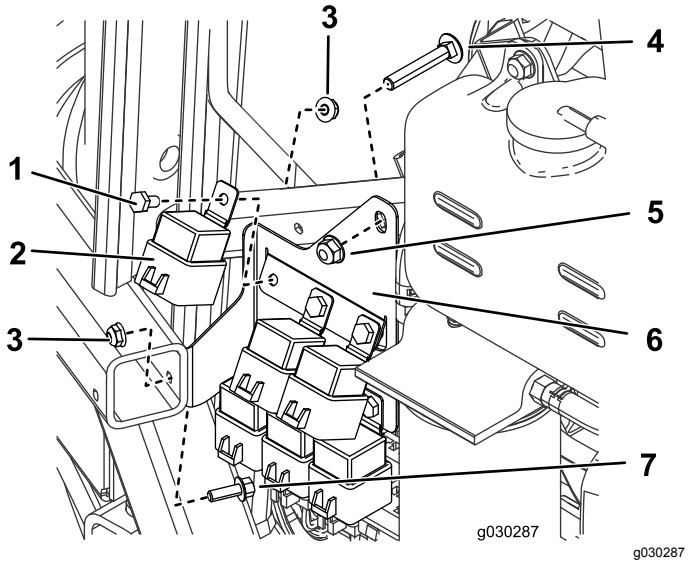

Rysunek 21
1. Po prawej stronie maszyny zainstaluj 6 przekaźników na wsporniku przekaźnikowym za pomocą 6 śrub (¼ x ½ cala) i 6 nakrętek (¼ cala) w sposób podany na Rysunek 21.
3. Przy użyciu śruby (¼ x ¾ cala), nakrętki (¼ cala) oraz odkręconej uprzednio śruby i nakrętki przymocuj do maszyny wspornik przekaźnikowy (Rysunek 21).